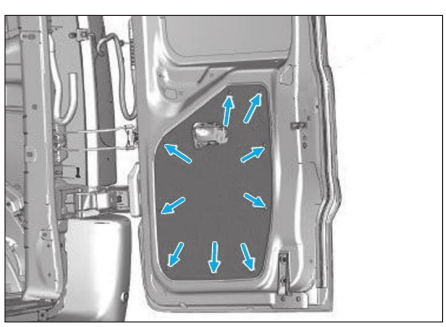

**Fig. 54**
• Dégrafer le panneau de porte **(Fig.54)**.